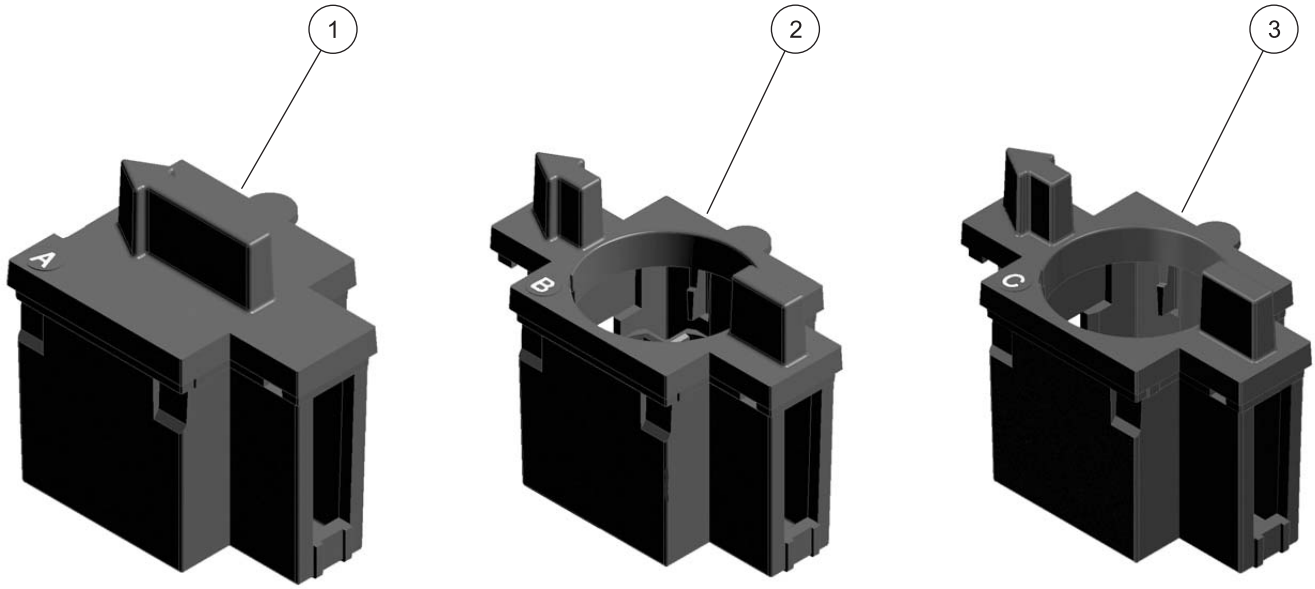
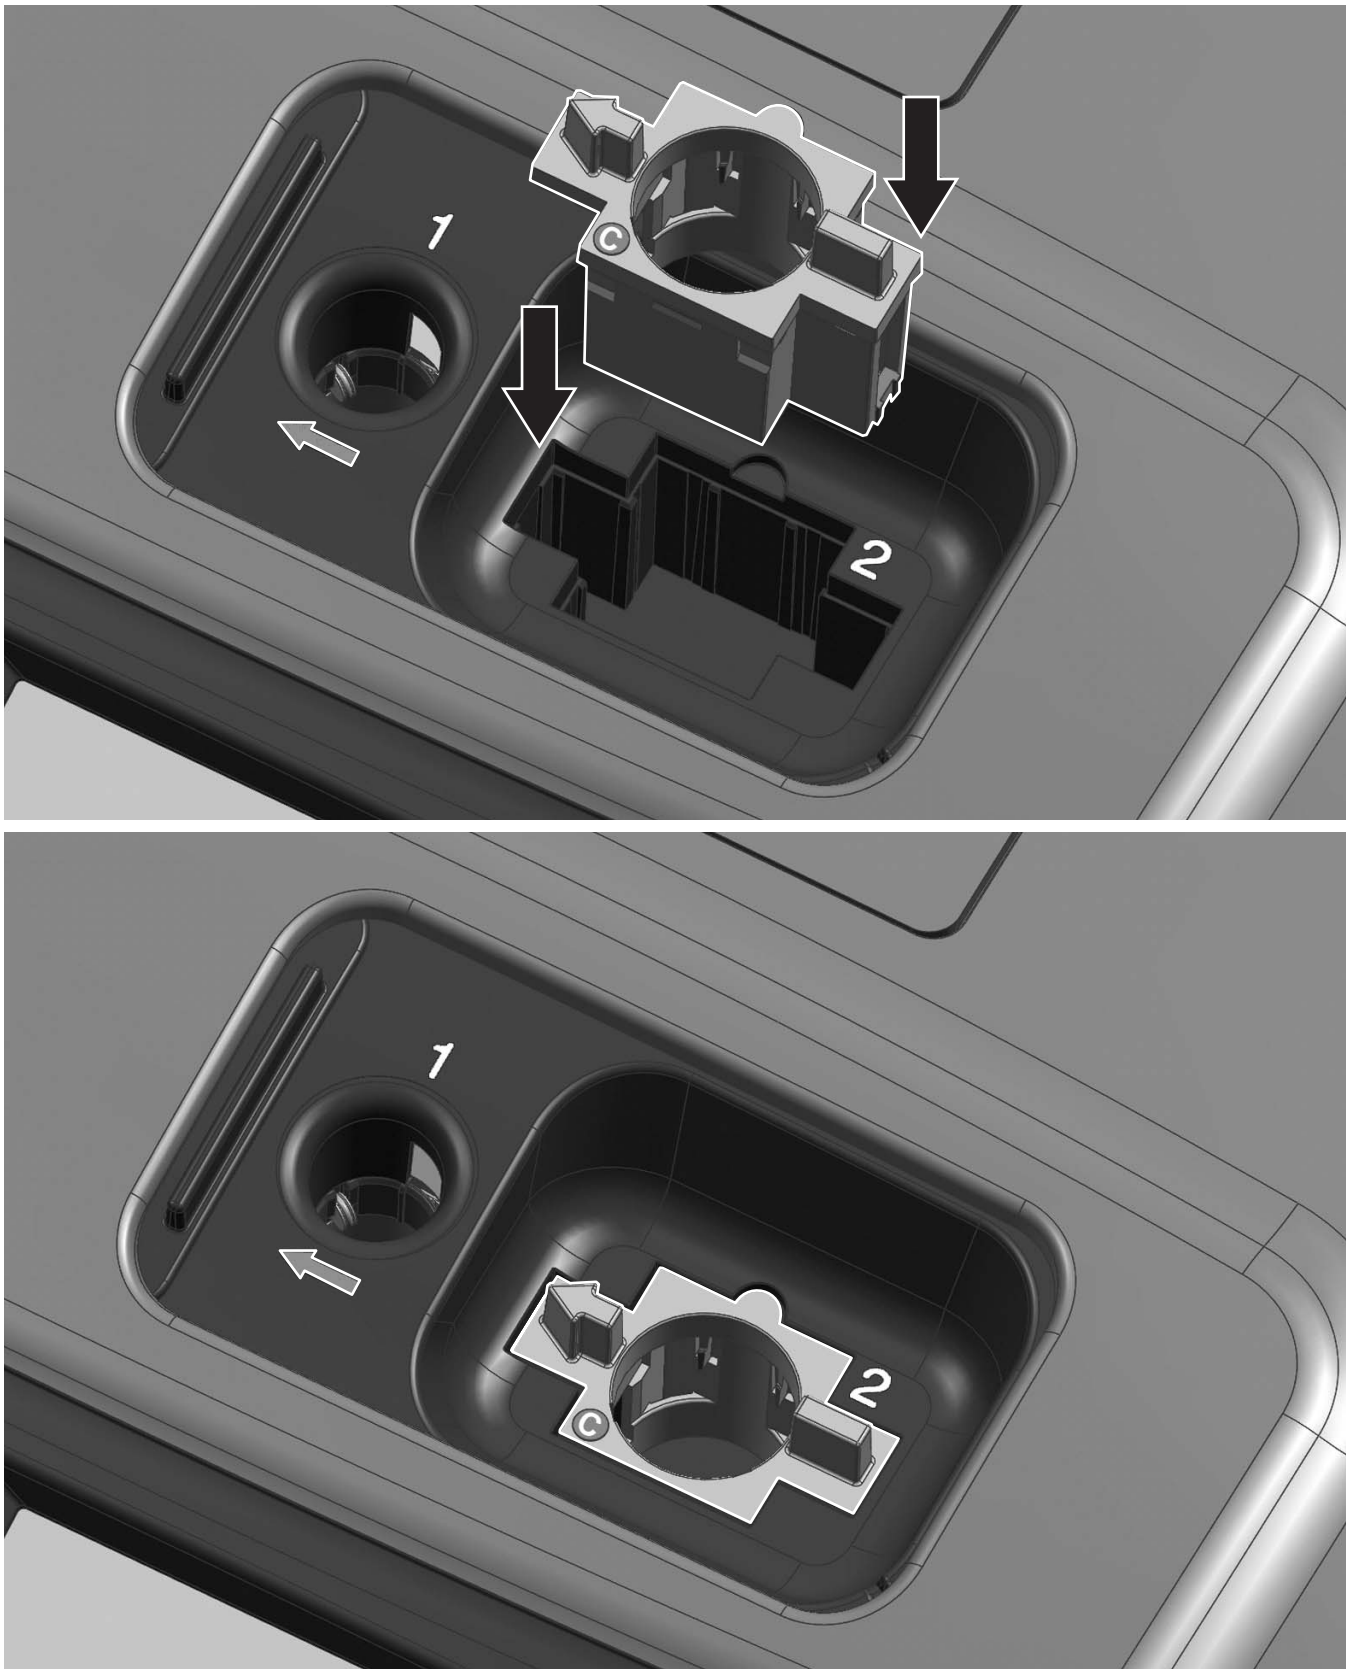

Figura 4 Adaptadores de célula
Figura 5 Instalar um adaptador de célula
3. Introduza o adaptador para que a seta na parte superior aponte para a esquerda (Figura 5 na página 18) enquanto a aba de orientação é encaixada na abertura do compartimento. O símbolo com o tipo de célula deve estar legível no adaptador (Figura 4).